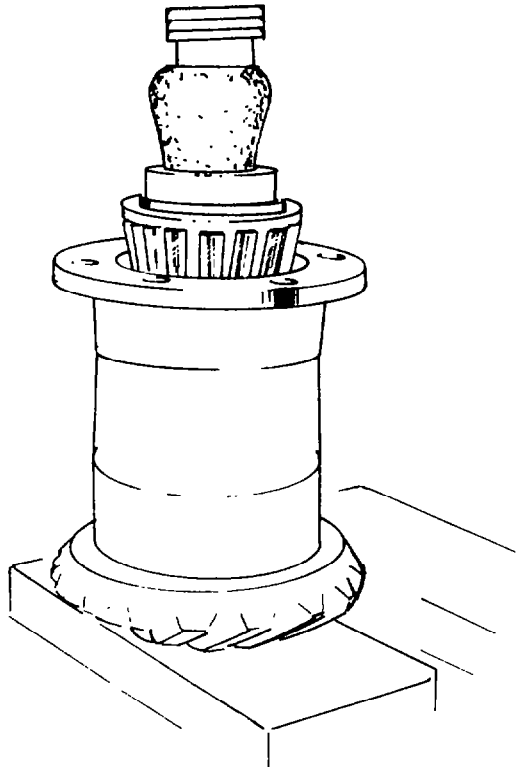

Fig. 321 — Installing Bearing Cone
j. Position the bearing cone onto the pinion shaft, then press into place with a hydraulic press (see fig. 321).